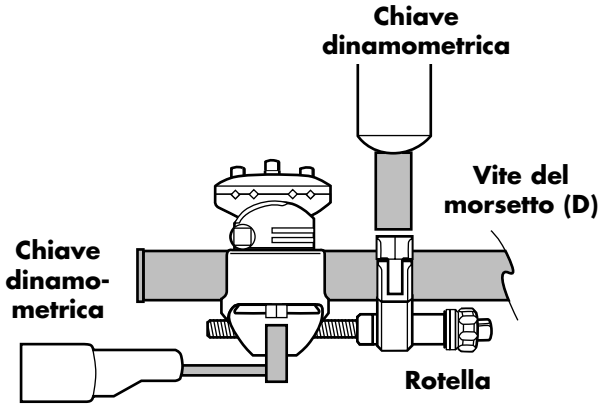

Fig. 17
Il tubo in carbonio Triax richiede un dispositivo di compressione/ distrazione esterno. Per utilizzare il dispositivo, posizionare il "carrello" sul retro del morsetto per fiche e avvolgere il meccanismo di bloccaggio attorno al tubo. Stringere la vite di bloccaggio, utilizzando la chiave. Allentare la vite del morsetto per fiche (D), utilizzando la chiave dinamometrica (Fig. 17). La compressione o la distrazione possono essere utili durante la regolazione fine della riduzione. Un giro completo della rotellina fornisce 1 mm di compressione o distrazione. Il dispositivo esterno di compressione/distrazione può quindi essere rimosso o lasciato in sede. In entrambi i casi, serrare nuovamente le viti del morsetto per fiche alla tensione corretta una volta terminata la regolazione.